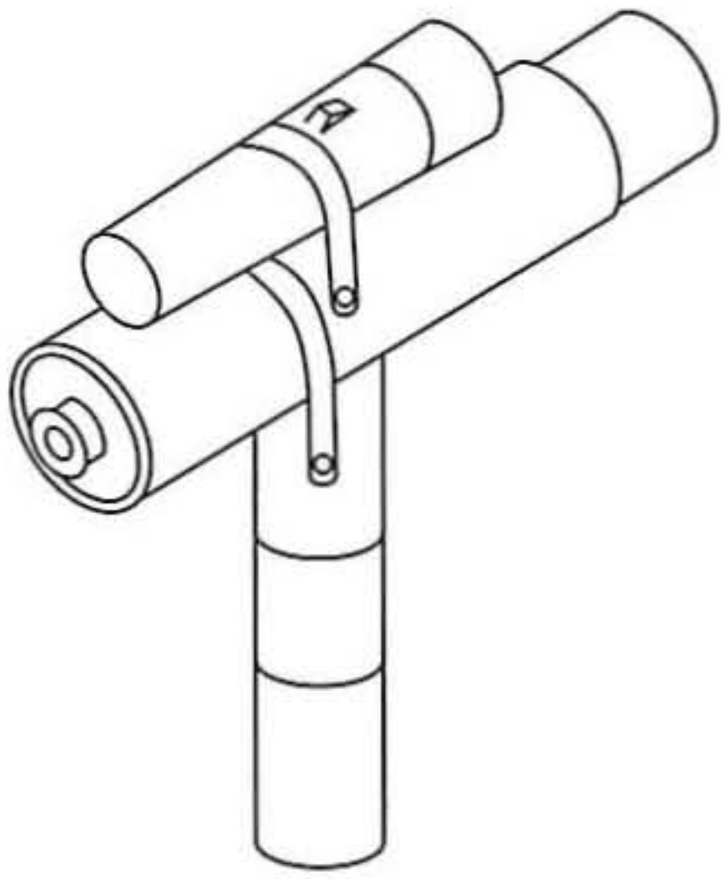

Figure 3-14 *Night vision viewer final assembly*
Fabricate EN1 from a 7-inch length of 2⅜ -inch *inside diameter* (ID) schedule 40 PVC tubing. Note the hole adjacent to the HA1 handle for feeding high-voltage wires to the tube from the power board and ¼-20 threaded holes are dimensioned in Figure 3-14 for securing and centering the image tube. These holes are located on a 120-degree radius. Fabricate the HA1 handle from an 8-inch length of 1½ -inch ID schedule 40 PVC tubing. The tube must be shaped and fitted where it fits to the EN1 main enclosure.
To complete the final assembly refer to Figure 3-14 and mount the infrared filtered flashlight atop the night scope viewer housing. You will have to seal any light leaks using coax seal. Adjust the objective and then the eyepiece for the clearest image. The night scope viewer unit is shown with a built-in infrared source consisting of a common, everyday two-cell flashlight fitted with a special infrared filter.